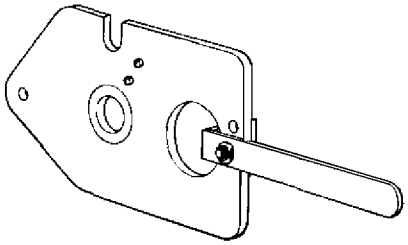

Figure 19. 6799205 Coordinator Variable Resistor Adjusting Fixture
(1) Loosen screws (48) securing variable resistor and gear assembly to adapter (47). Leave screws finger tight.
(2) Make certain that scribe marks on main shaft and gear assembly (43) and on variable resistor gear (63) are aligned.
(3) Install 6799205 fixture (figure 19) on housing (62) in place of cover.